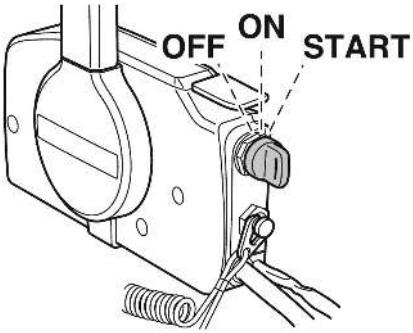

Рис. 24 Положения ключа зажигания
Система зажигания управляется ключом зажигания. Положения ключа зажигания показаны на Рис. 24.
1. Переведите ключ зажигания в положение ON (Рис. 24).
1. Переведите ключ зажигания в положение OFF (Рис. 24). Двигатель должен остановиться.